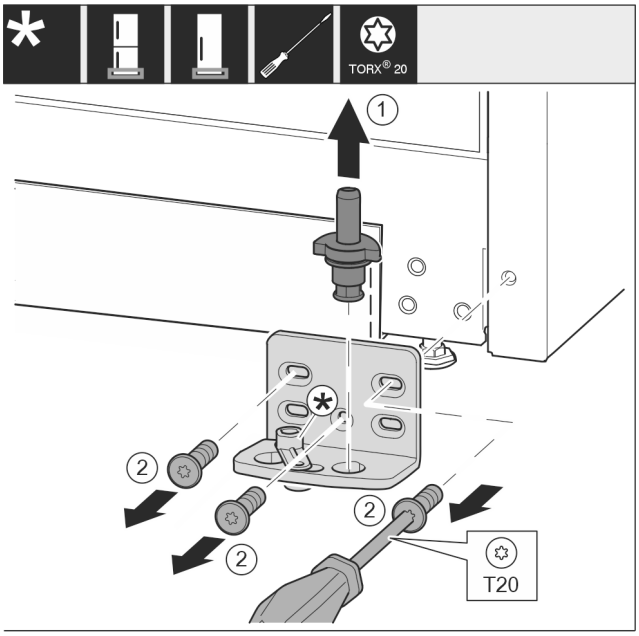

Fig. 17
▶ Extrageți complet bolțul de lagăr *Fig. 17 (1)* în sus.
▶ Deșurubați șuruburile *Fig. 17 (2)* cu șurubelnița și detașați suportul de lagăr.